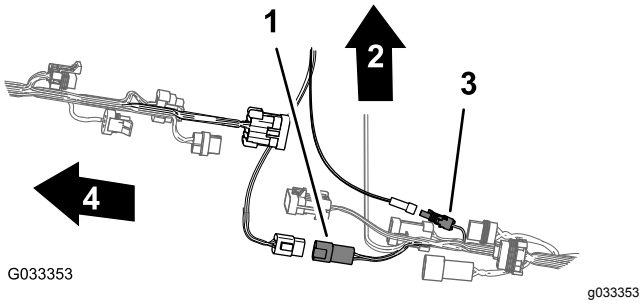

Figur 92
6. For å gjøre det enklere å koble til navigasjons-elektrisiteten og dataledningssatsene, må du påse at kontakt med én sokkel for den bakre ledningssatsen og kontakten med fire sokler i den bakre ledningssatsen er innrettet til toppen av ledningssatsen (Figur 92).